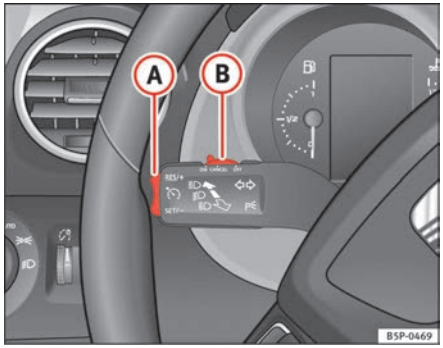

Fig. 151 Indicator and main beam headlight lever: switch and rocker switch for the cruise control
– Press the upper part **RES/+** of the rocker switch ⇒ fig. 151 (A) to increase the speed. The vehicle will continue to accelerate as long as you keep the rocker switch pressed. When you release the switch, the new speed is stored.
Control of the set speed is switched off if you reduce speed by depressing the brake pedal. You can reactivate the control by pressing once on the upper part of the rocker switch **RES/+** ⇒ fig. 151 (A).